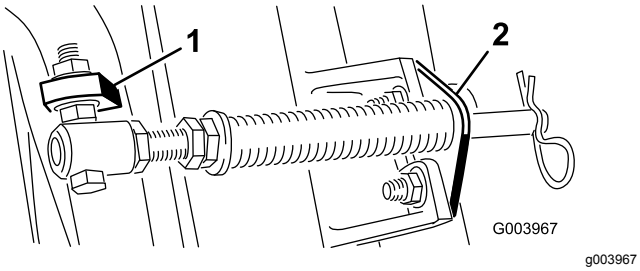

Figur 6
C. Montera fjäderrörets skruv på bärramens motsatta flik och fäst skruven med flänsmuttern. Skruvens huvud ska placeras mot flikens yttersida i enlighet med Figur 6.
D. Montera stångbeslaget på klippenhetens flikar med hjälp av vagnsbultarna och muttrarna (Figur 6).